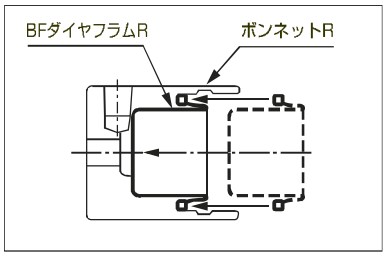

Fig.26
⑥ a）ＢＦダイヤフラムＲを装着時の状態（Fig.8）で圧力側の方からボンネットRの凹側から挿入し、BFダイヤフラムRのビード部をボンネットRのビード座に正しくはめ込む。（Fig.26）